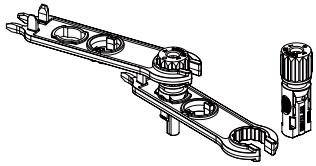

Figura 5.5 Conector com Porca Aparafusada
c) Insira o pino de contato na parte superior do conector e aperte a porca da capa na parte superior do conector,conforme mostrado na figura 5.5.